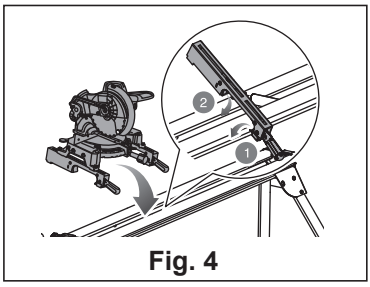

Fig. 4
1. Levante la sierra y los dos apoyos de montaje, permitiendo que el conjunto se incline ligeramente hacia su cuerpo. Mientras aún está inclinado hacia usted, enganche el borde frontal de los apoyos de montaje en el riel frontal del soporte. Baje los apoyos de montaje para permitir que el borde posterior de los apoyos de montaje se asienta completamente sobre el riel posterior. (Ver Fig. 4)